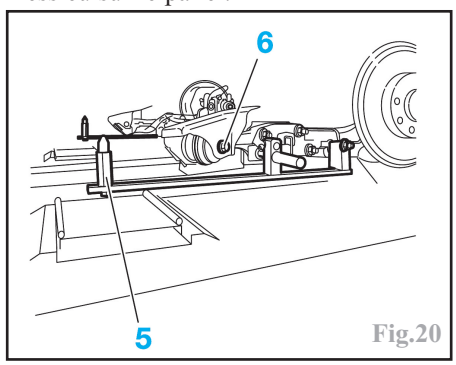

Fig.20
-mettre en place l'outil de centrage (5) (outils **Citroën 4701-T.D**, côté droit, et **4701-T.G**, côté gauche) de l'essieu, en l'engageant sur l'orifice laissé libre par le boulon déposé et en le fixant par l'orifice de fixation de l'amortisseur (Fig.20).
-desserrer le boulon de fixation (6) de l'essieu sur le palier.
Serrer les boulons de fixation (6) de l'essieu sur ses paliers (Fig.20).
-le boulon de fixation (6) du palier sur l'essieu (Fig.20).